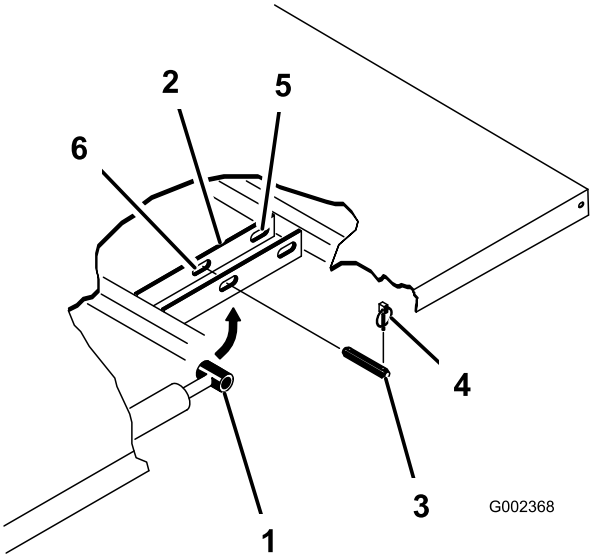

Figur 11
2. Tag ringstifterne af de yderste ender af cylinderstangens gaffelbolte (Figur 11).
3. Afmonter de gaffelbolte, der fastgør cylinderstangens ender til ladmonteringspladerne, ved at skubbe boltene indad (Figur 11).
4. Afmonter de ringstifter og gaffelbolte, der fastgør aksebeslagene til stelkanalerne (Figur 11).